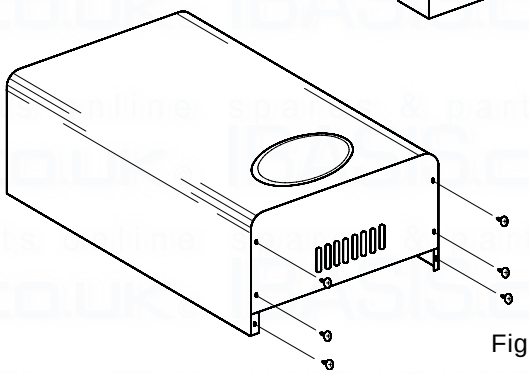

Fig. 14
5.4.2 Unscrew the 4 screws that fasten the lower grating on the casing and remove it from the sides of the casing (Fig. 14).